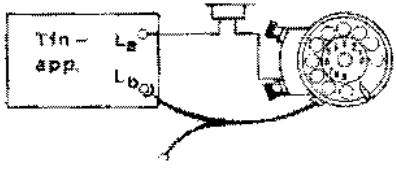

Bild 28. Fingerskiva med fodral
2. Koppla upp fingerskiva, hörtelefon och telefonapparat enligt bild 28.